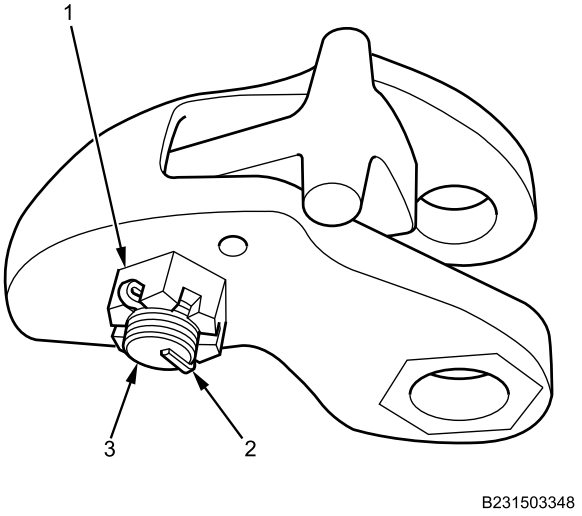

Figure 4. Towing Pintle Hook Upper Jaw Assembly.
5. Remove cotter pin (Figure 4, Item 2) from release handle retaining bolt (Figure 4, Item 3). Discard cotter pin .
6. Remove castle nut (Figure 4, Item 1) from release handle retaining bolt (Figure 4, Item 3).